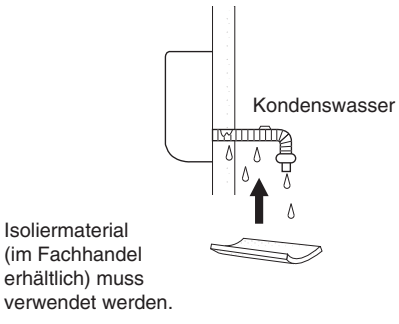

Abb. 3-36
c) Wenn der Ablaufschlauch im Raum verläuft, ist er mit Isoliermaterial* zu versehen, damit Möbel und Böden nicht durch Kondenswasser beschädigt werden können. (Abb. 3-36)